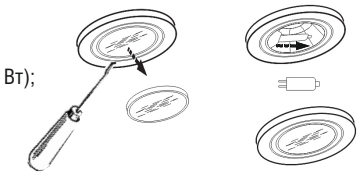

*рис. 10*
8.6.2 Замена галогенной лампы (рис. 10) :